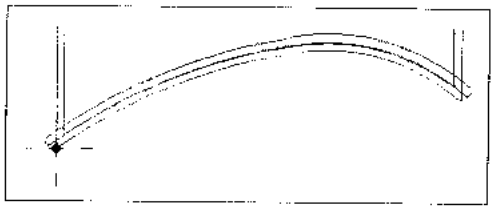

Рис. 17.22. *Построение профиля*
4. Создать профиль крыши (рис. 17.22):